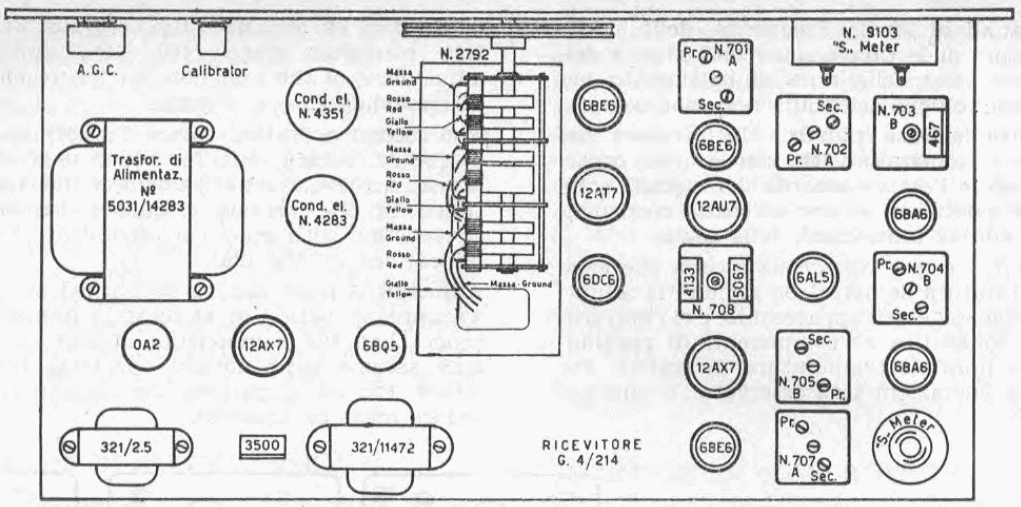

Fig. 5. - G 4/214 - Posizione sullo chassis delle valvole, degli altri componenti e delle viti di regolazione.
1. Canale a FI 467 kHz. - Collegare il Generatore (modulato al 30 %) tra la griglia d'entrata della 6BE6 (V4 - seconda convertitrice) e la massa. Collegare un voltmetro d'uscita in parallelo all'altoparlante oppure tra i morsetti 1 e 2 della morsettiera d'uscita. Variare la frequenza del generatore, tenendo tutti i controlli nella posizione di massimo, il « phasing » sul riferimento e la selettività sul punto 4 fino a riscontrare una netta risonanza su di una frequenza prossima ai 467 kHz. La frequenza così determinata è la frequenza propria del cristallo ed il canale deve essere allineato su questa frequenza, riportando prima il comando di selettività sulla posizione zero e poi agendo sui compensatori dei trasformatori a FI 467 kHz per la massima resa. Ottenuto ciò, spostare il generatore a + 4 kHz della frequenza del quarzo e regolare la vite « B » (Fig. 5) fino ad ottenere la massima
This done, adjust the signal generator to a frequency 4 kc. higher than the crystal frequency, and adjust the trimmer « b » (Fig. 5)
2. Regolazione del « beat ». - Predisporre il generatore come al punto 1. Portare il comando apposito nella posizione « CW », eliminare la modulazione del generatore, porre il comando « CW Pitch » a metà corsa e regolare la vite « N » (Fig. 5) fino al battimento zero.
2. Adjustment of the B.F.O. - Prepare the signal generator as outlined for step 1 (above). Turn the switch concerned to the position « C.W. », eliminate the modulation of the signal generator, place the « C.W. Pitch Control » into its center position, and adjust trimmer « N » (Fig. 5) in order to obtain « zero-beat ».